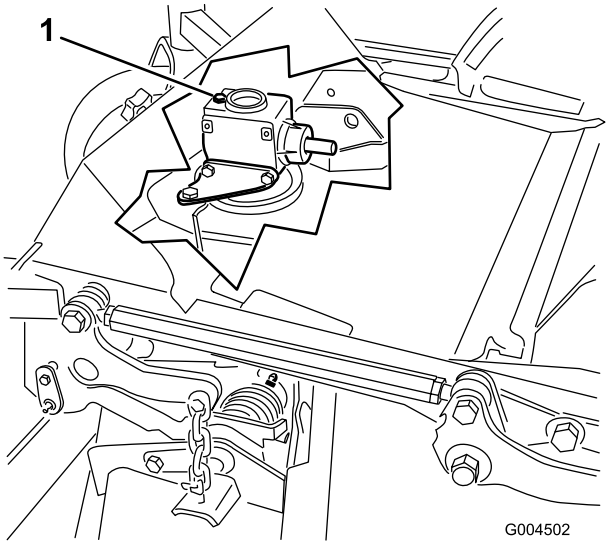

**Rysunek 33**
6. Odkręć wskaźnik poziomu / korek wlewu z góry skrzyni przekładniowej i upewnij się, że poziom oleju znajduje się między oznaczeniami na wskaźniku poziomu (Rysunek 33).
6. Odkręć wskaźnik poziomu / korek wlewu z górnej części skrzyni przekładniowej (Rysunek 33).